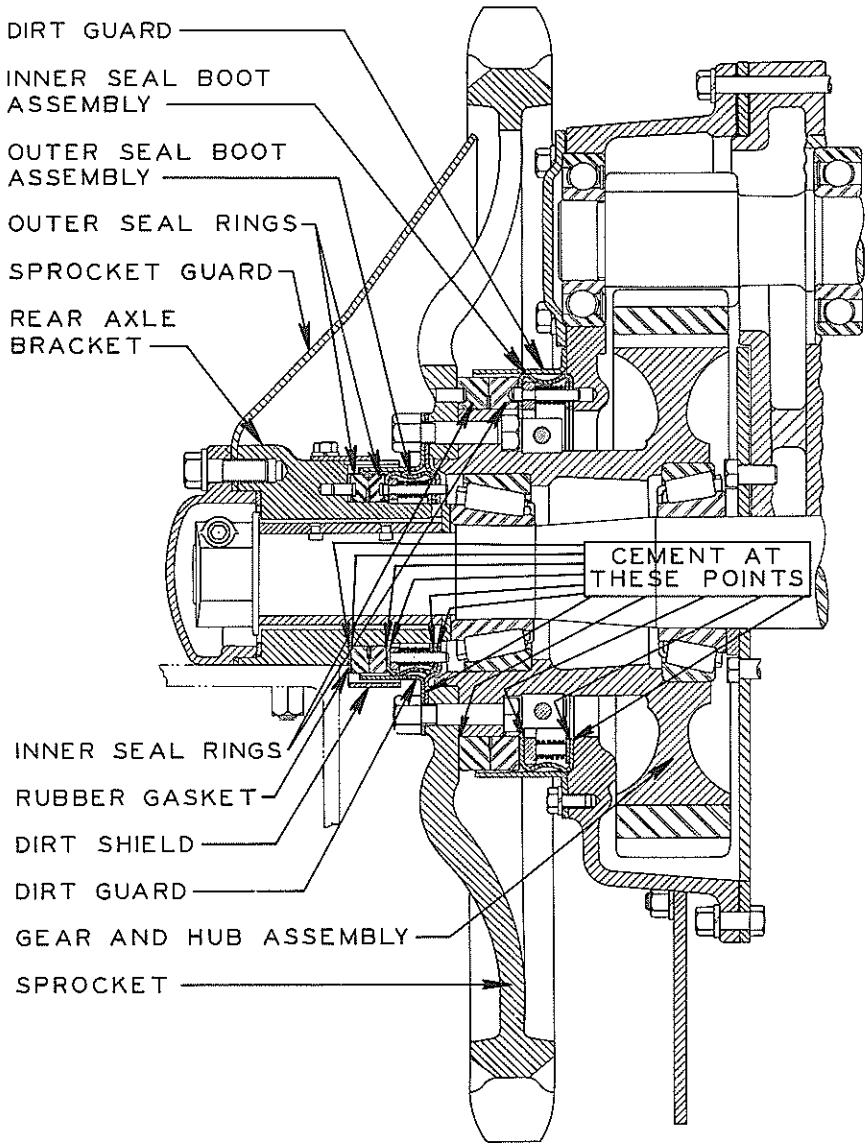

FIG. 1
3. Remove sprocket guards and end covers. Fig. 1.